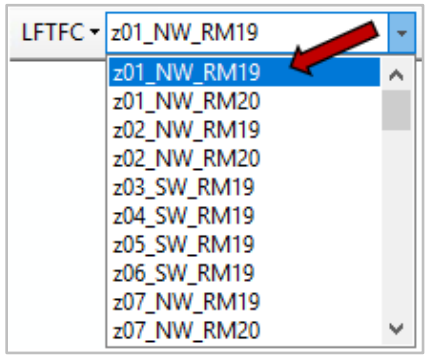

Figure 6-8. *Select **MU** option from the drop-down menu.*
- Select the MU you created from the list displayed in the drop-down menu (Figure 6-8).